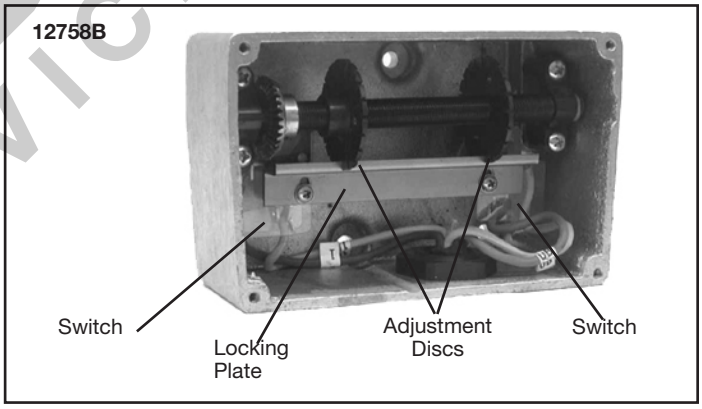

Figure 7-2. Screw-Type Limit Switch Adjustment (Wires Not Shown for Clarity.)
b) Procedure. Remove load from the hook. To disconnect the geared limit switch, refer to Figure 7-2. Remove the limit switch cover then loosen the two (2) screws holding the locking plate in place. Allow the locking plate to slide down and disengage from the adjustment discs. Do not rotate the adjustment discs.
Position the lower block three inches (3") below the point where the block operated limit switch is activated. The geared limit switch shall be reconnected by sliding the locking plate back into position ensuring slots on adjustment discs are fully engaged and tightening locking plate screws to 4 in-lbs. (See Figure 7-2). The geared limit switch must then be tested.
This limit switch has a rotary screw driven by a gear reduction that is coupled to the end of the drum shaft. Adjustment discs operate the contacts of separate switches, one for the hoisting circuit and one for the lowering circuit. The switch assembly must be wired in accordance with the appropriate wiring diagram, which is shipped with the hoist. Instructions for adjusting limit switch are inside cover and are repeated below (see Figure 7-2).